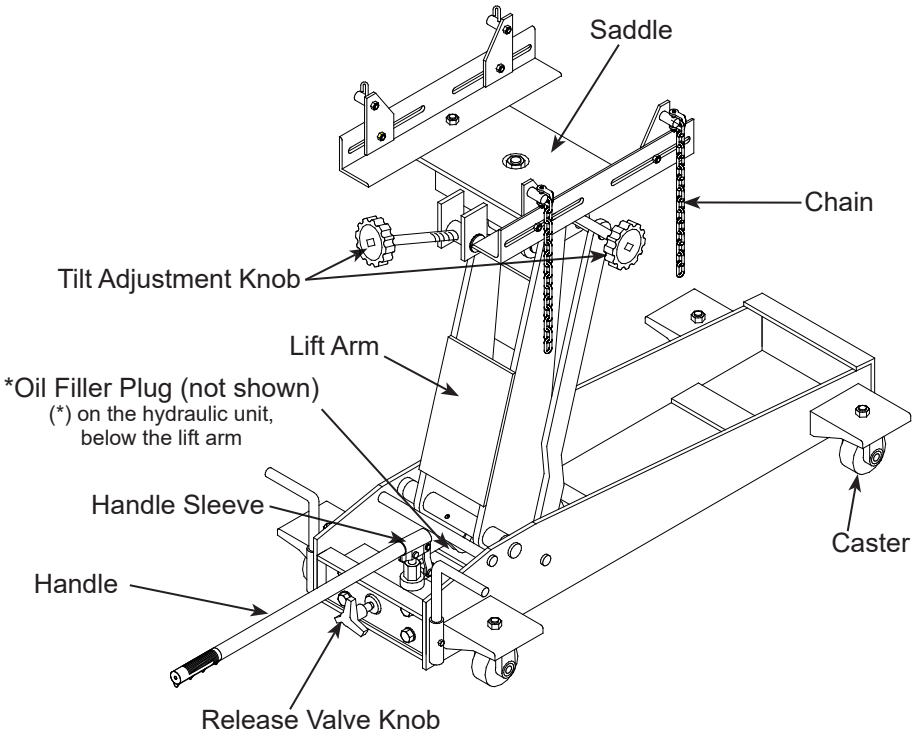

Figure 1- Typical Transmission Jack Components BH7210 shown)
1. Verify that the product and application are compatible, if in doubt call Blackhawk Automotive technical service (816) 891-6390.
3. To familiarize yourself with basic operation, locate and turn the release valve knob *(see Fig 1)*: